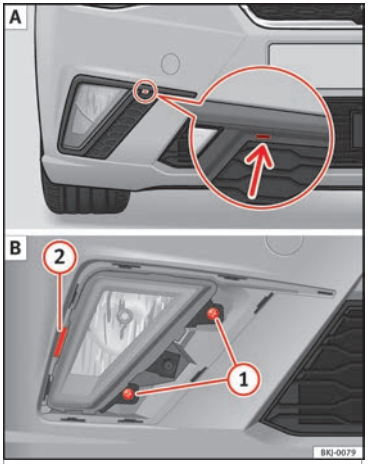

Fig. 117 Faro antiniebla.
1. Haga palanca con un destornillador en la muesca ››› fig. 117 A (flecha). Seguidamente desclipe los clips situados en el contorno de la rejilla, haciendo un pequeño movimiento de palanca.
2. Retire los dos tornillos (1) B y haga palanca en el clip (2) para extraer el faro antiniebla.